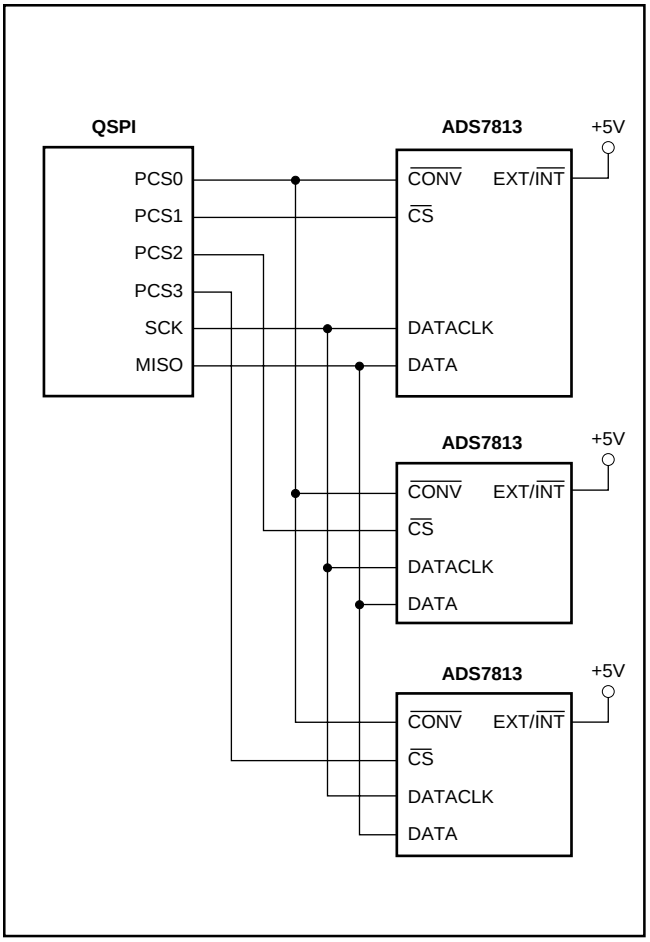

FIGURE 16. QSPI Interface to Three ADS7813s.
Figure 16 shows a QSPI-equipped microcontroller interfacing to three ADS7813s. There are many possible variations to this interface scheme. As shown, the QSPI port produces a common $\overline{CONV}$ signal which initiates a conversion on all three converters. After the conversions are finished, each result is transferred in turn. The QSPI port is completely programmable to handle the timing and transfers without processor intervention. If the $\overline{CONV}$ signal is generated in this way, it should be possible to make both AC and DC measurements with the ADS7813, as the $\overline{CONV}$ signal will have low jitter. Note that if the $\overline{CONV}$ signal is generated via software commands, it will have a good deal of jitter and only low frequency (DC) measurements can be made.